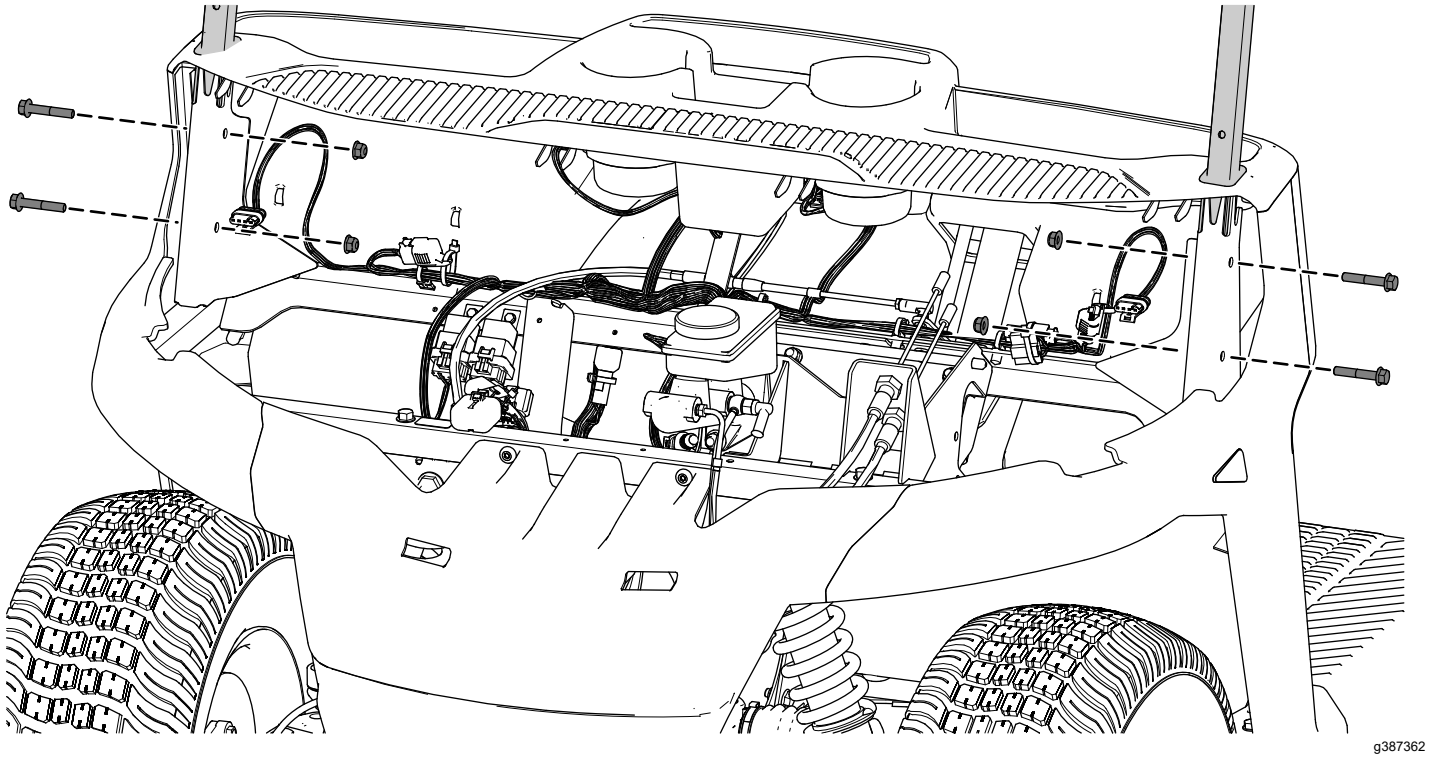

Figura 2
2. Instale sem apertar a parte inferior dos tubos frontais da estrutura utilizando quatro parafusos de cabeça flangeada (5/16 pol. x 1¾ pol.) e quatro porcas de bloqueio (5/16 pol.) como se mostra na Figura 2.